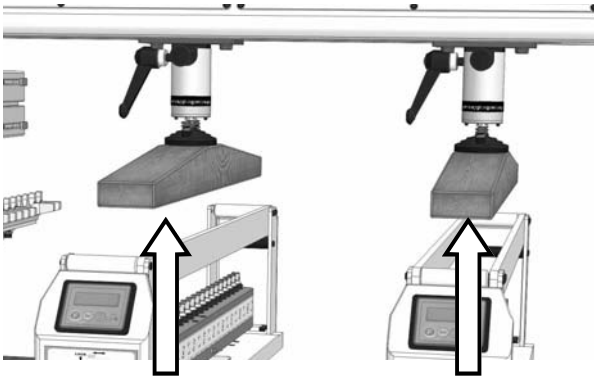

Fig. 5
- 5) Clamp positioning system (see fig. 5)
6. Move clamps (see fig. 5) above horizontal heads and place them on the heads side, check that they are 5 mm above the working piece.
- The clamps (see fig. 5) go down and lock the workpiece on the working table.